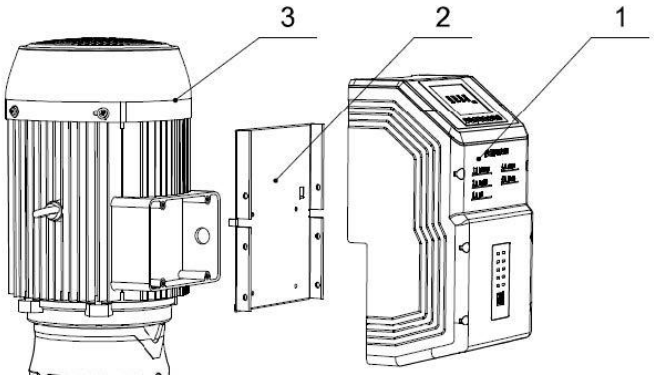

Рис. 2. Электродвигатель
Основные узлы электродвигателя: преобразователь частоты (1), соединительная плита (2), электродвигатель (3) (см. рис. 2).